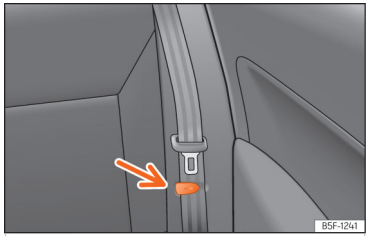

**Fig. 94** Rear seat: clip to hold the seatbelt in place.
- Place the side seat belts in the trim clip ››› Fig. 94.